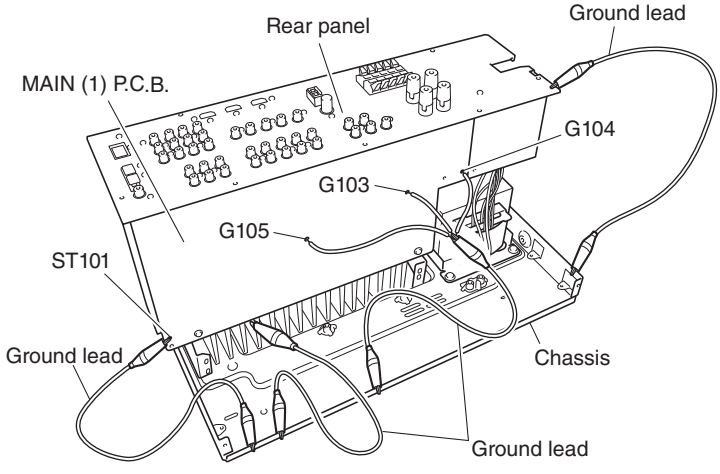

Fig. 5
d. Place the P.C.B.s (with rear panel) upright. (Fig. 5)
e. Connect the ground of heat sink, rear panel and MAIN (1) P.C.B. (G103, G104, G105 and ST101) to the chassis with a ground lead or the like. (Fig. 5)